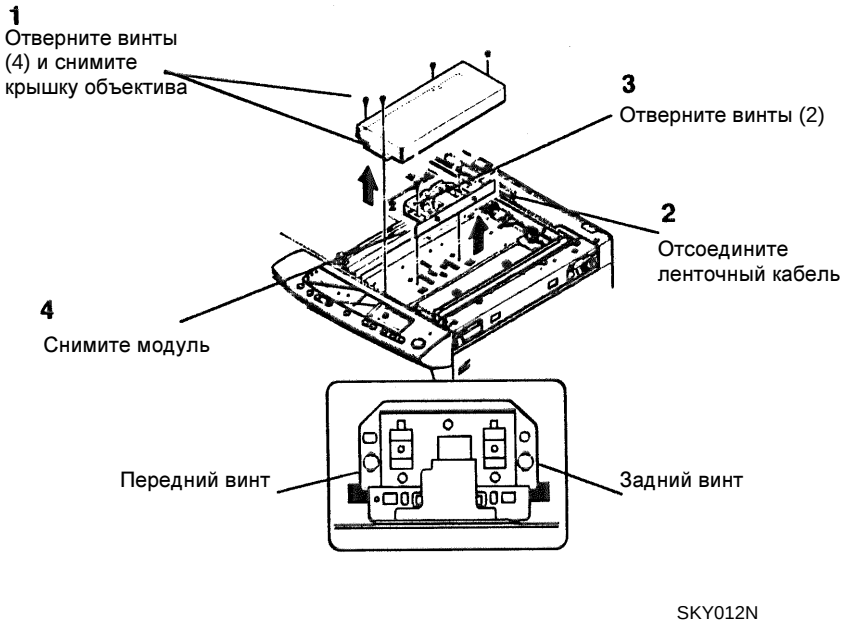

Рисунок 1. Снятие модуля объектива/ПЗС
3. (Рисунок 1): Снимите модуль объектива/ПЗС.